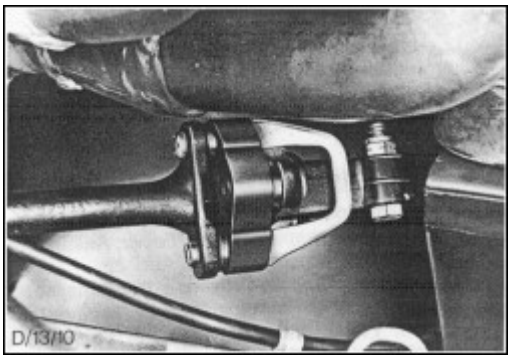

Abb.23 Verbindungswelle
22. Verbindungswelle an Lenkspindel befestigen. Bei Geradeausfahrtstellung der Lenkung sowie verriegelter Lenkspindel die Verbindungswelle auf die Lenkspindelverzahnung schieben. Obere Klemmschraube einsetzen und festziehen. Untere Klemmschraube einsetzen, flexibles Segmentgelenk ausrichten und Klemmschraube festziehen, Abb.23.